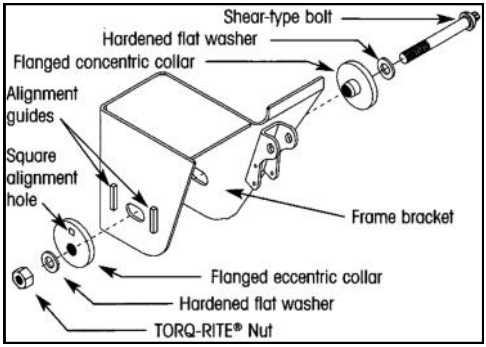

Figure 23. Pivot Connection Assembly
11. Using an E20 Torx socket, tighten the shear-type bolt axle pivot connection until the Torx head shears off. This ensures the proper torque of 550 ft. lbs. (±45 ft. lbs.). Pivot bolts must be replaced when trailer is aligned. **DO NOT** attempt to reuse old pivot bolts. Assembly of pivot connection shown in figure 23.